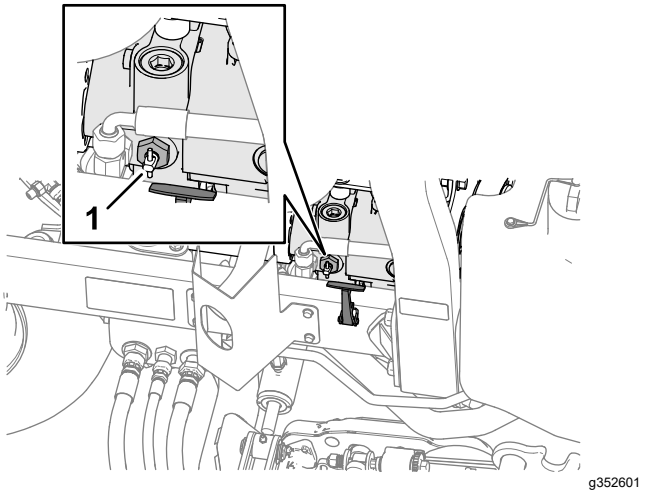

Figuur 51
2. Draai de handgreep van de omloopklep op de pomp 90°. De handgreep van de omloopklep bevindt zich dicht bij de rechter motorkapvergrendeling (Figuur 51).